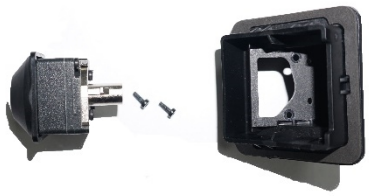

Рисунок 14 – Крепление камеры к штатному корпусу
12. Открутить два винта «Torx T6» [1], крепление камеры к штатному корпусу (рис. 14).